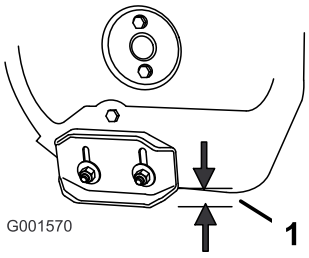

Figur 43
2. Løsn de møtrikker, der fastgør begge glidere til sneglens sider, indtil gliderne let kan glide op og ned (Figur 43).